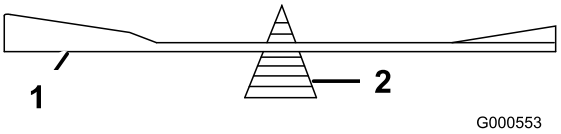

Figuur 56
2. Controleer de balans van het mes met een mesbalans (Figuur 56).